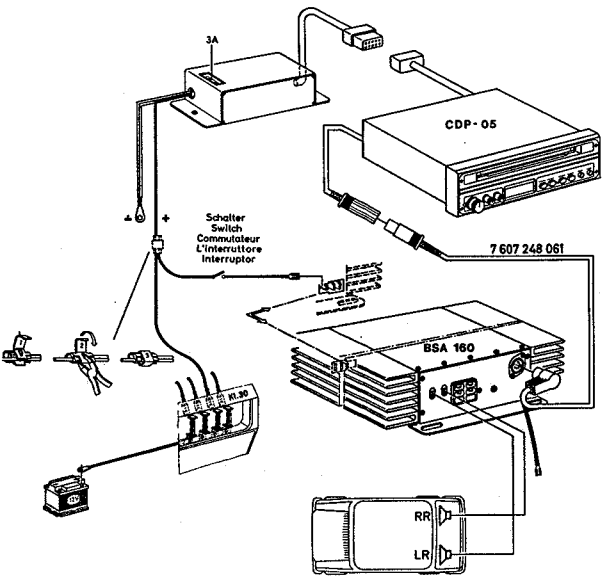

Fig. 6
1. Anschluß ohne Autoradio, ohne Interface-Regler, siehe Fig. 6.
1. See Fig. 6 for connecting without car radio and without interface control.
1. Raccordement sans autoradio, sans régulateur d'interface, cf. fig. 6.
1. Conexión sin autorradio, sin regulador de interface, véase Fig. 6.